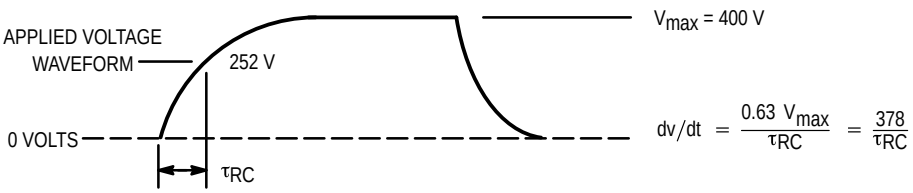

**Figure 7. Static dv/dt Test Circuit**
3. This is static dv/dt. See Figure 7 for test circuit. Commutating dv/dt is a function of the load–driving thyristor(s) only.